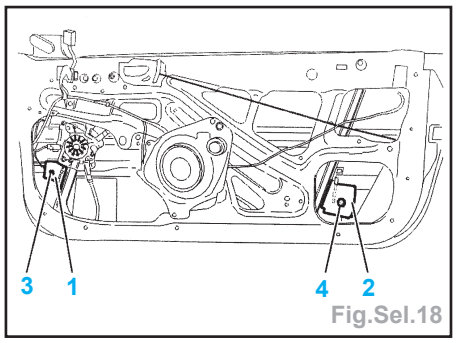

Fig.Sel.18
- Monter la glace afin d'accéder aux curseurs (1 et 2) (Fig.Sel.18).